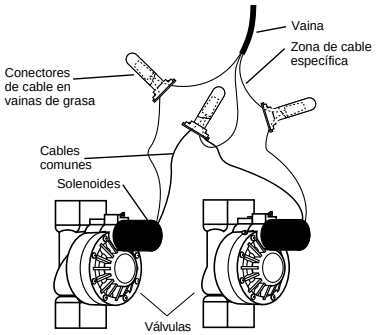

FIGURA 25: Conexión de los cables del controlador a las válvulas
- Cada electroválvula tiene dos cables. Uno de ellos se conecta como cable común. Todos los cables comunes a todas las válvulas pueden conectarse con un único cable común que vaya hasta el controlador. El otro cable de la válvula ha de conectarse con el cable de la unidad específica que controlará cada electroválvula. **[Vea la Figura 25].**